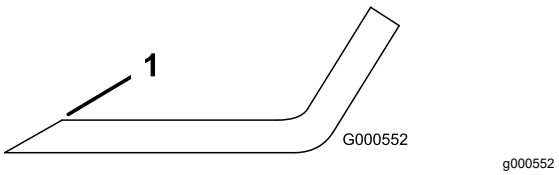

Figur 64
1. Slipa eggarna i båda ändarna av kniven med en fil (Figur 64).
Obs: Om kniven inte är balanserad kan du fila bort lite metall från knivens segeldel (Figur 64).